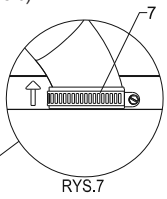

RYS.7
UWAGA: W CELU OTWARCIA DRZWI KOTŁA, W PRZPADKU UMIEJSCOWIENIA ZBIORNIKA PO LEWEJ STRONIE, NALEŻY UPRZEDNIO ODKRĘCIĆ OPASKĘ ZACISKOWĄ (7) I ZSUNĄĆ RURĘ ELASTYCZNĄ Z PALNIKA (RYS. 7)